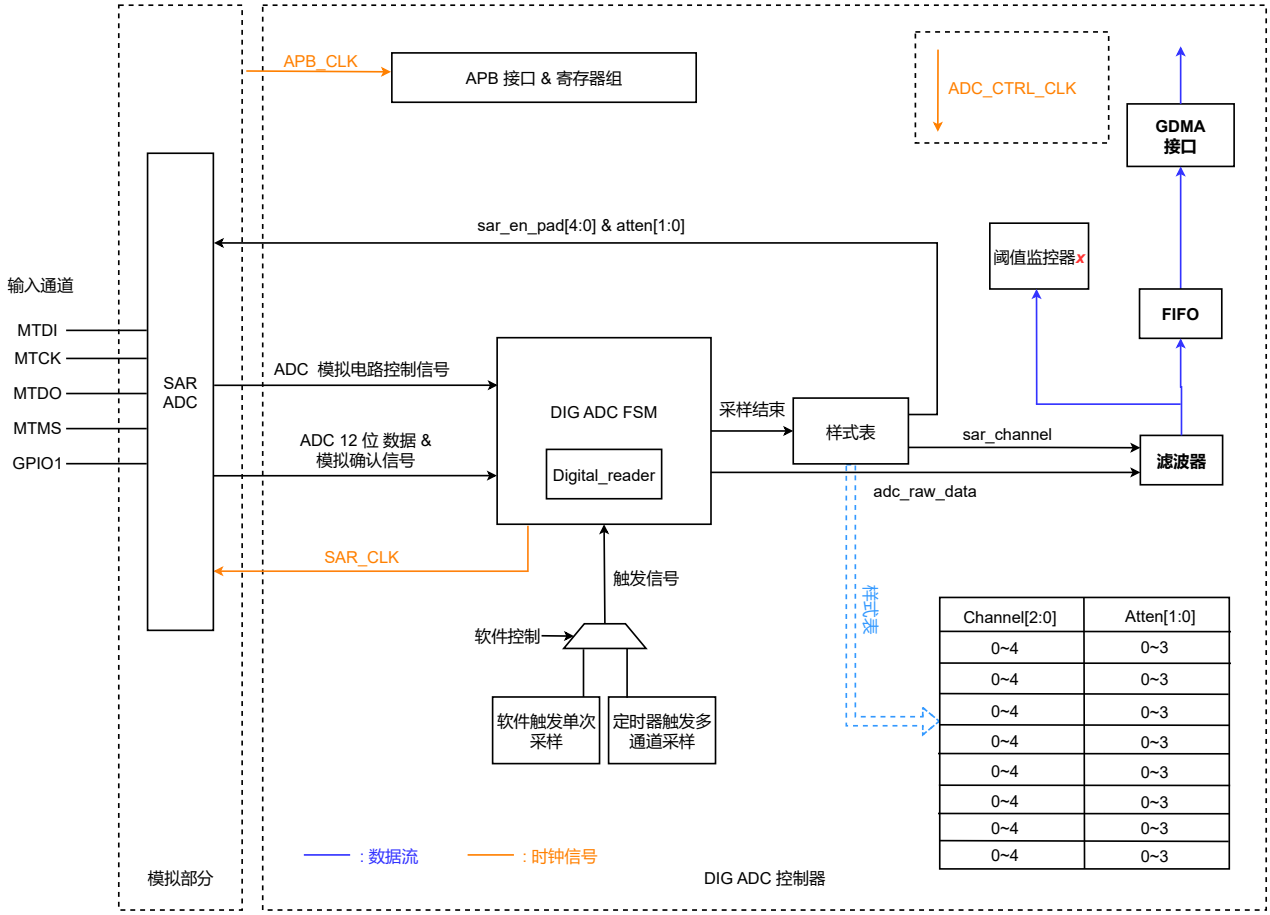

图 40.4-1. SAR ADC 结构图
SAR ADC 的主要子模块与连接情况见图 40.4-1。
根据图 40.4-1，按照从左至右、从上到下的顺序，SAR ADC 模块主要包括以下功能模块：
- 将数据传输给滤波器，然后阈值监控器通过 GDMA 将数据传输给内存（见图 40.4-1）；